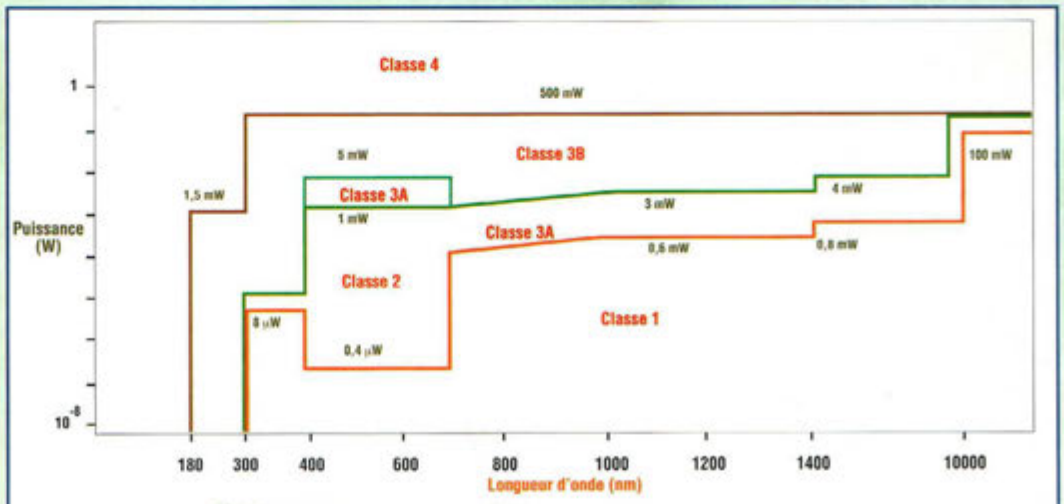

Fig.3 Limites de puissance pour les différentes classes en fonction de la longueur d'onde des LASER en émission continue (CW).
exemple, donne l'écran visible en fig.3. A ce point, les instructions suivantes sont utilisées pour visualiser chaque caractère :
Nombres d'expérimentations, concernant les seuils de lésions de différents types de tissus biologiques atteints par des radiations LASER de différentes longueurs d'onde et de différente durée d'exposition, ont permis de définir les niveaux d'exposition maximum permis (EMP) autant pour l'œil que pour la peau. De ces niveaux d'exposition maximum permis, découlent les critères de classification des LASER dans les différentes classes de dangerosité. Ces critères définissent toutes les indications relatives aux réglementations de sécurité que les constructeurs et les utilisateurs d'appareils LASER doivent adopter et respecter. En fig.3 sont synthétisées les limites de puissance pour les différentes classes en fonction de la longueur d'onde, dans le cas de LASER opérants en émission continue (CW). Ces limites concernent les niveaux de radiation auxquels l'opérateur peut être exposé, et les classes ainsi définies possèdent les niveaux de dangerosité suivants :